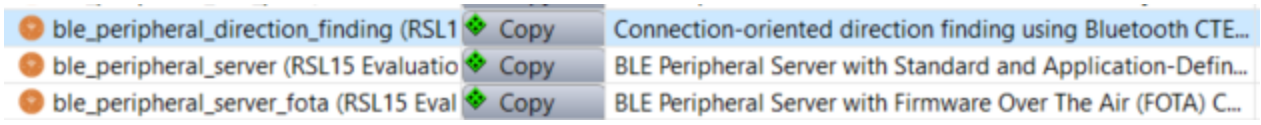

Figure 15. Bringing the Project Into the Workspace
1. Copy the *ble_peripheral_direction_finding* sample application into your workspace. The **C/C++** perspective opens and displays your newly copied project, as shown below in the "Bringing the Project Into the Workspace" figure (Figure 15).